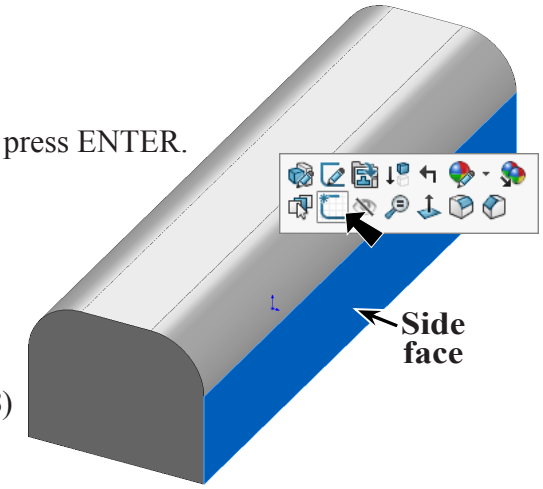

Fig. 11
Step 1. Click **side face of holder** and click **Sketch** on the context toolbar, **Fig. 11**.